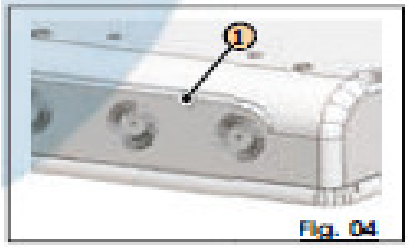

Fig. 04
Dacă se utilizează kit-ul de baterii, este OBLIGATORIU să eliberați orificiul pregătit în prealabil din partea de jos a recipientului (Fig. 04 ref. 1), conform cerințelor normelor de securitate.